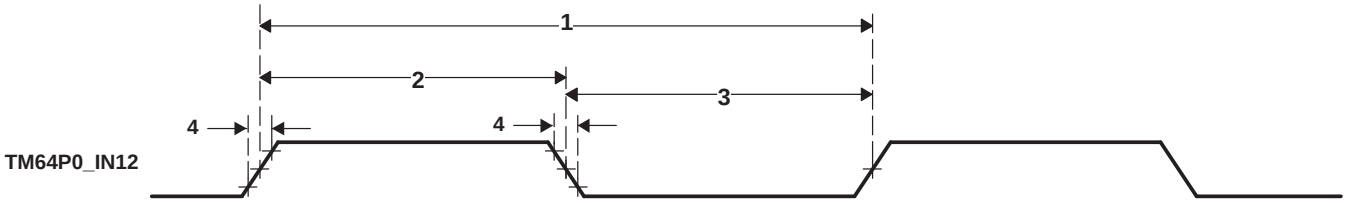

Figure 4-83. Timer Timing
Table 4-130. Timing Requirements for Timer Input(1) (2) (see Figure 4-83)